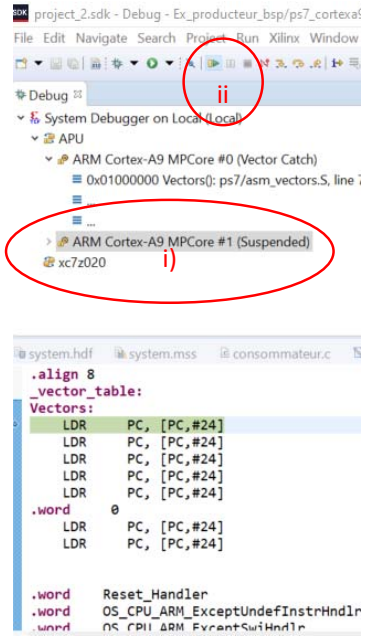

Figure 12
9) Vous avez maintenant le choix de démarrer soit le core 0 ou le core 1. Comme notre application démarre par le producteur qui fait une mise à 0 des signaux *ack* et *req* (Figure 5), nous allons d'abord démarrer le ARM Cortex-A9 MPCore # 1 en premier. Comme montré à la figure 12 :